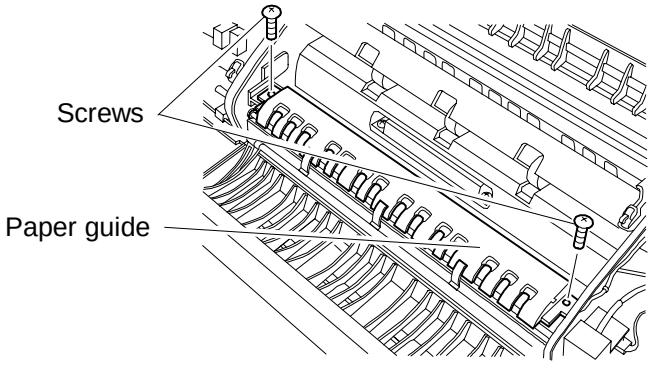

Fig. 18
18) Attach the paper guide (2 screws). (Fig. 18)